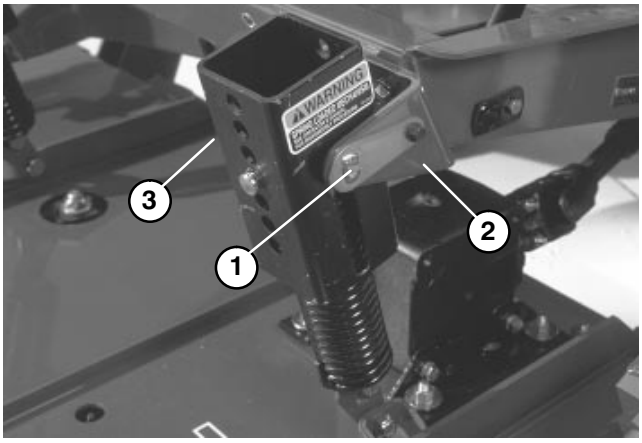

Figure 1
2. Disconnect counterbalance from traction unit, remove lock pins from brackets, separate spring tension assemblies from brackets and lay them down on the deck. Loosely secure lock pins to brackets to prevent losing them (Fig. 1).
3. Lower cutting unit, remove (4) pins from height−of−cut brackets (Fig. 1).